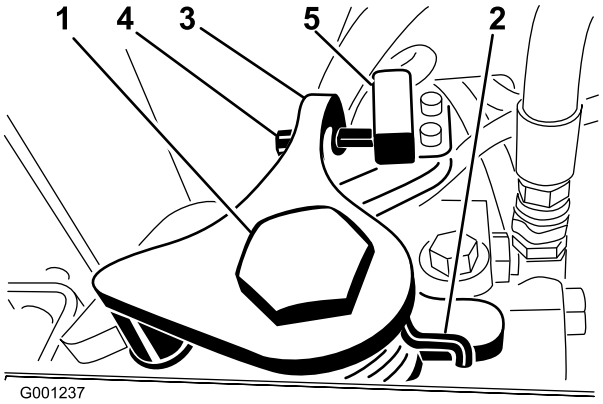

Figuur 57
3. Draai de klemschroef aan de andere kant van de afstelnok van de tractie los (Figuur 57).
7. Draai aan de schroef op de arm voor de terugkeer naar de neutraalstand (Figuur 57) totdat de afstand tussen het uiteinde van de schroef en het schakelaarcontact 2,286–3,048 mm bedraagt.